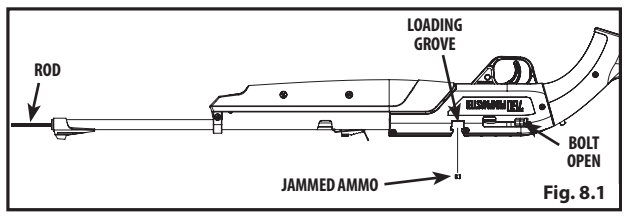

Fig. 8.1
5. While pointing in a SAFE DIRECTION, hold the gun in the position shown in Figure 8.1